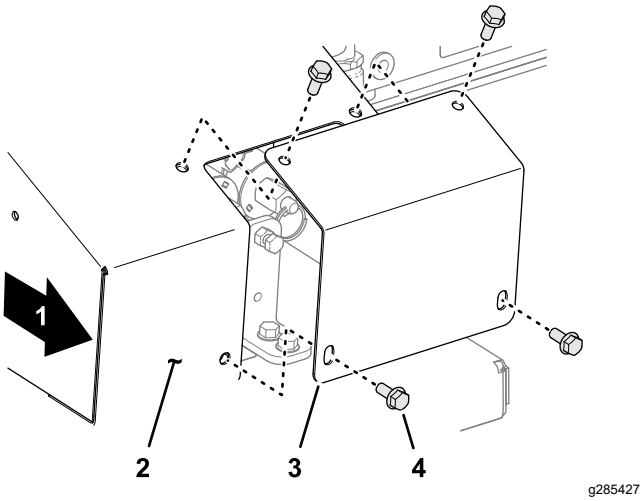

Rysunek 32
1. Z prawej strony maszyny odkręć 4 śruby kołnierzowe mocujące pokrywę do osłony sterowania ręcznego (Rysunek 32).